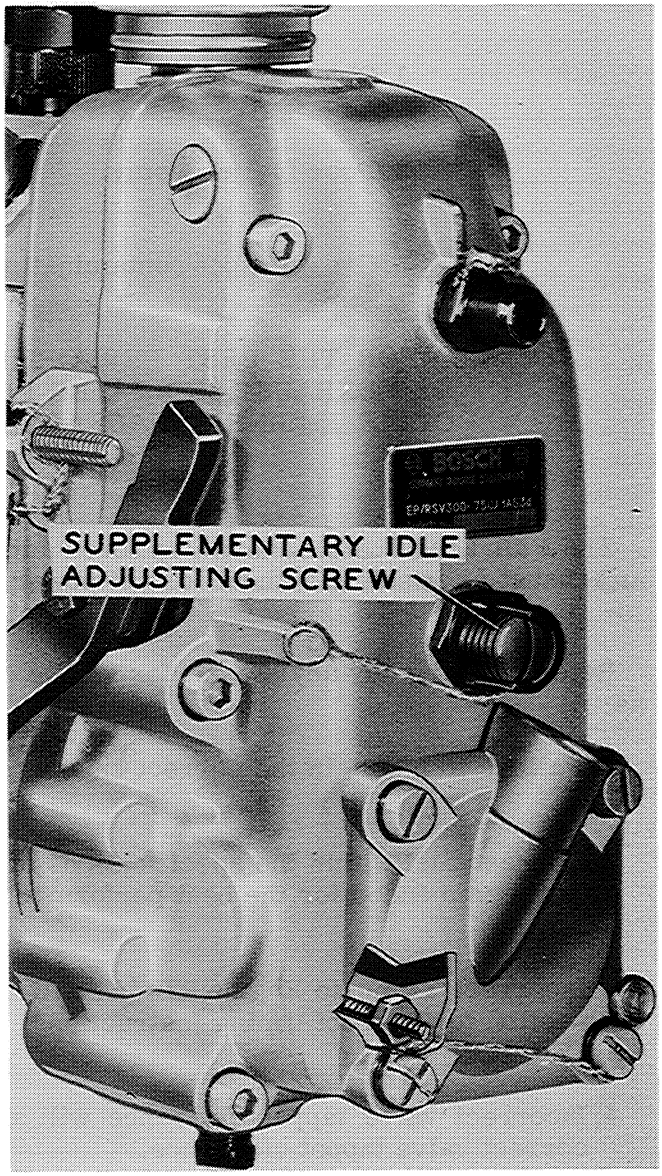

Figure I-69
The Suplementary Idle Adjusting Screw is located under a cap nut, Figure I-69, which is sealed with wire and lead seal. If you have the necessary equipment, reseal the cap nut when the Supplementary Idle Screw Adjustment is complete. Always make a record of the date you broke the seal, the serial number of the machine or engine and the reason why your broke the seal. Also record whether or not you resealed the cap nut and if so describe the seal.
1. Remove the cap nut, Figure I-69, then loosen the lock nut.